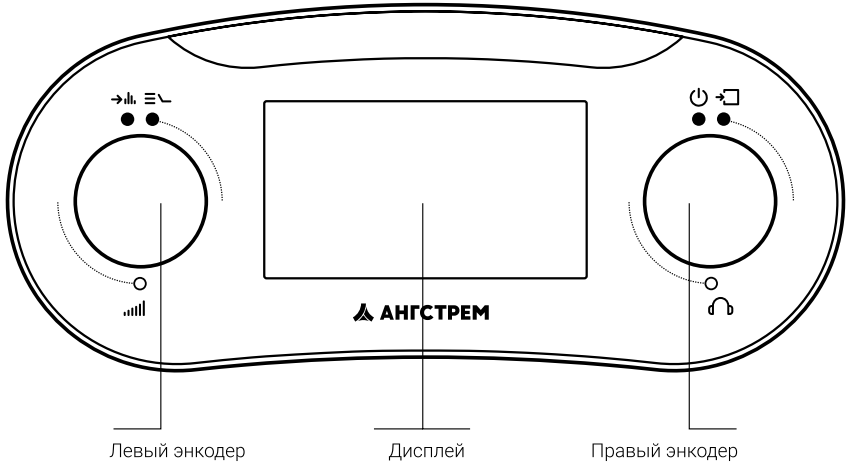

Рисунок 1 – Передняя панель ПА-1000К
На передней панели расположен жидкокристаллический графический дисплей (Рис. 1), отображающий информацию о режимах и параметрах работы приемника.
4.4. Органы управления. На передней панели (Рис. 1) расположены органы управления – два энкодера.